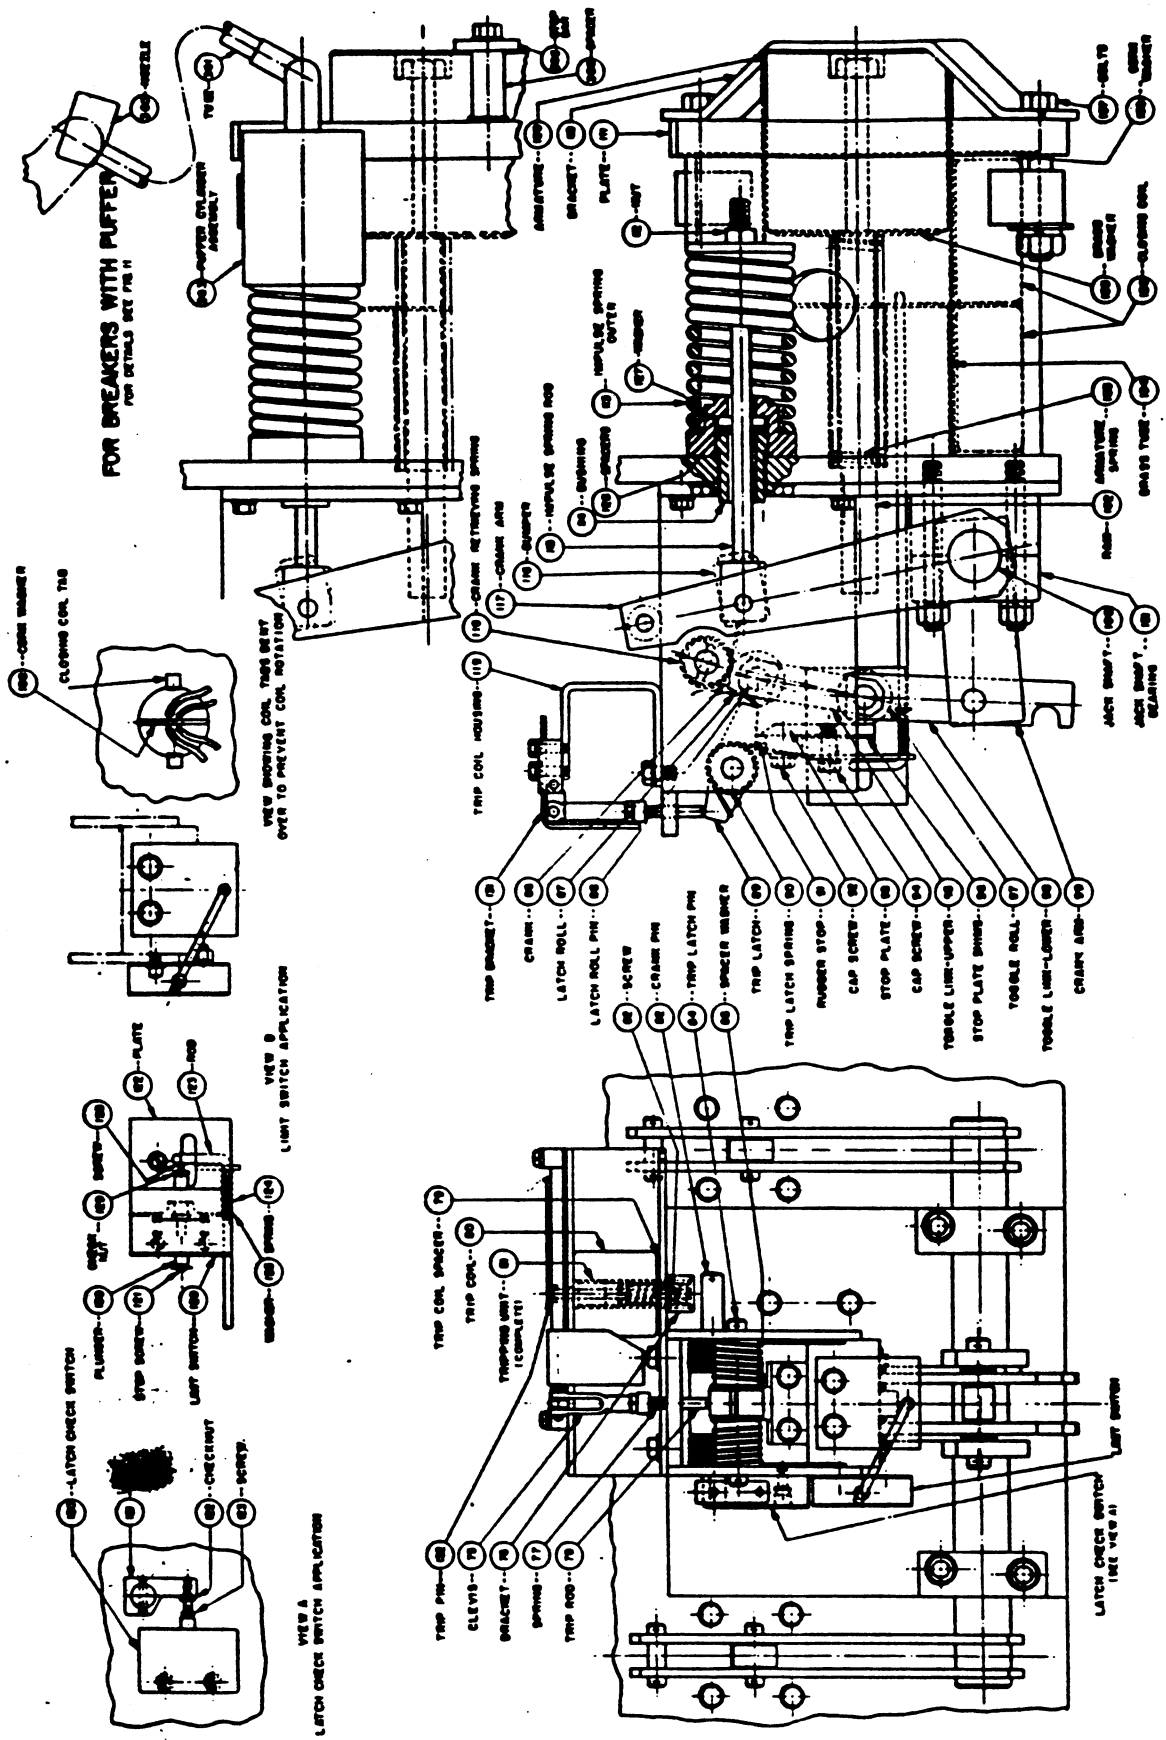

FIG. 3
10. Check limit switch (Fig. 3) adjustment per paragraph 34. Operate manually and electrically. Inspect to see that contacts are clean and made properly.
TOGGLE SETTING (Fig. 3)
OPERATOR MECHANISM LATCH (Fig. 3)
LIMIT SWITCH (Fig. 3)
LATCH CHECK SWITCH (Fig. 3)
TRIPPING UNIT (Fig. 3)
37. The shunt trip or standard trip application as shown on Fig. 3 is factory set and should need no further adjustment. In nominal adjustment, trip pin (3-132) should float freely on its spring and should not bear against trip bracket (3-130).